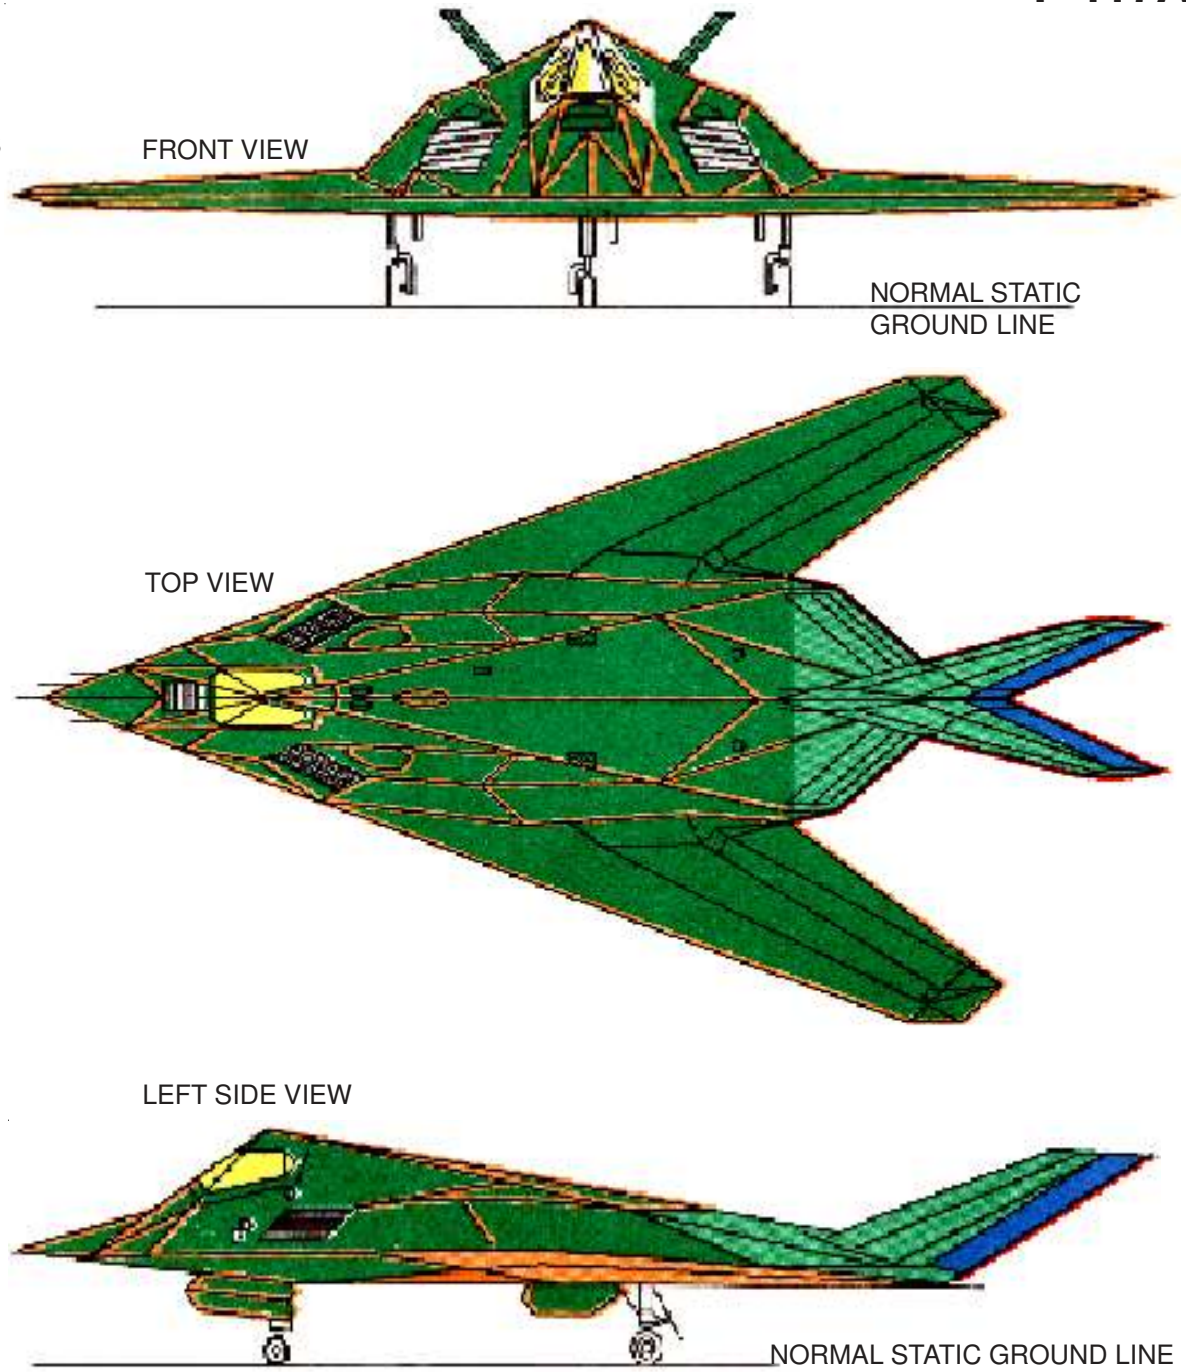

FIGURE 5. Example of airframe materials.
3.1.6 Composite material hazards. Illustrations and information for areas containing composite materials and types (organic, inorganic, or both) which would create additional hazards in a fire. This information includes burn potential flash points of the composite materials and any environmental risks (see Figure 5).